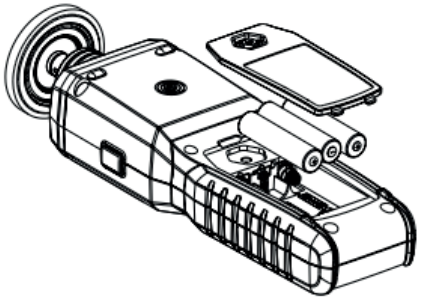

Рисунок 9
- Продукт работает от трех батареек AAA 1.5V. Пожалуйста, см. Рисунок 9 для установки или замены батареек.